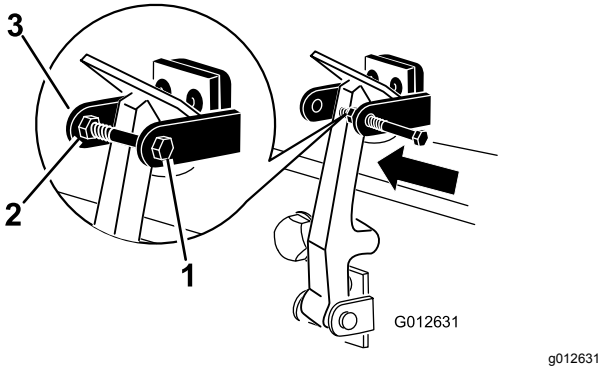

Figur 6
7. Skru bolten ind i den anden arm på hjelmlåsebeslaget for at låse låsen på plads (Figur 6). Spænd bolten godt, men spænd ikke møtrikken.